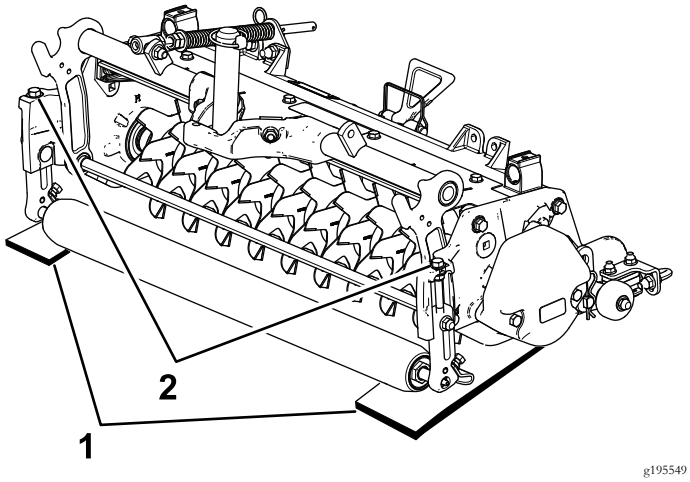

图9
2. 将 2 个调刀尺厚度为所需的刀片穿透深度放在切根刀滚刀的前、后滚筒下面滚刀的两端 图9。
3. 旋转各剪草高度支架 图9上的调节螺栓使滚刀刀片的两端都接触到水平地面。